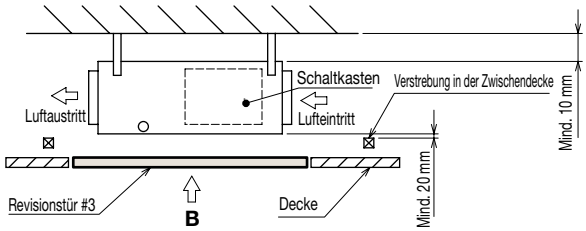
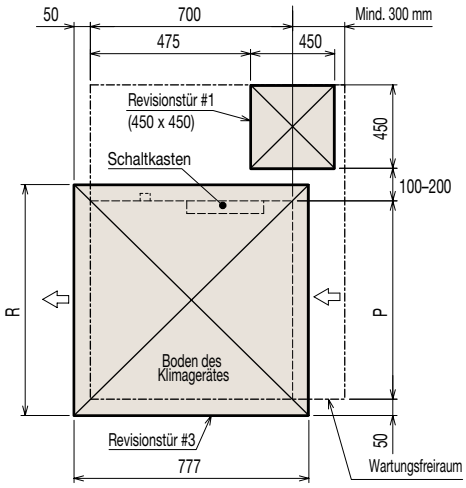

Abb. 3
Abb. 4 (Ansicht aus Richtung Pfeil **B**)
(2) Beträgt der Abstand zwischen Kanalgerätunterkante und Oberkante Zwischendecke weniger als 300 mm (wie in Abb. 3 gezeigt sollen mindestens 20 mm Platz unter dem Gerät gelassen werden), sehen Sie eine Revisionsöffnung #1 diagonal unter dem Schaltkasten und eine Revisionsöffnung #3 unterhalb des Kanalgerätes wie in Abb. 4 gezeigt vor.
(3) oder